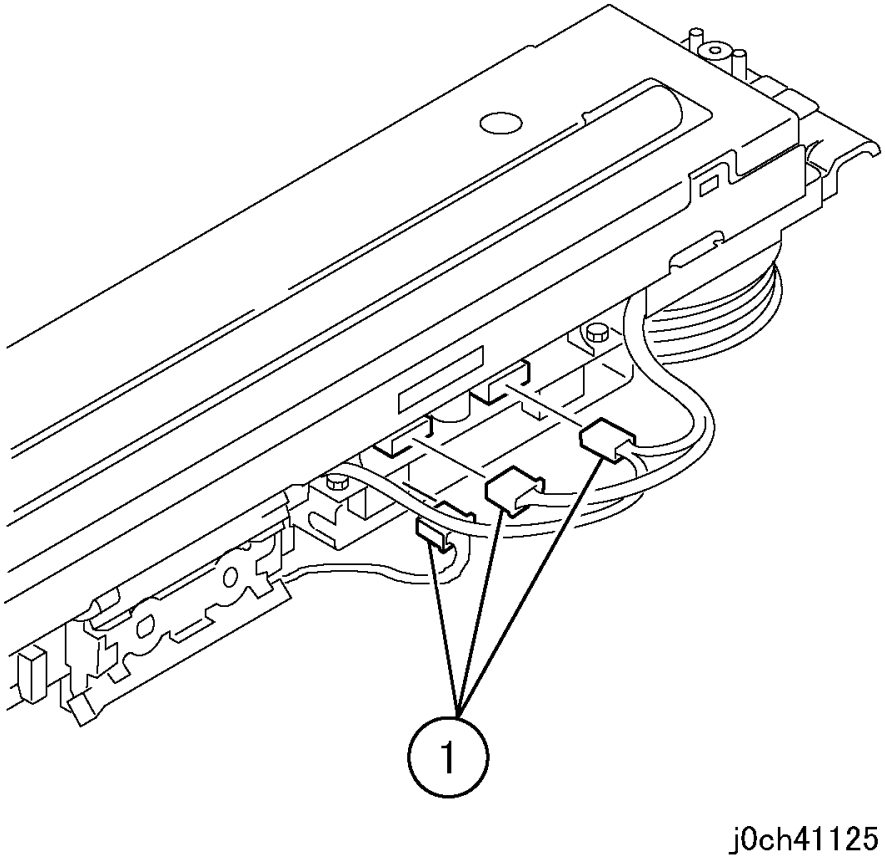

Рисунок 4 Отсоединение разъемов (j0ch41125)
5. Отсоедините разъемы (рисунок 4).